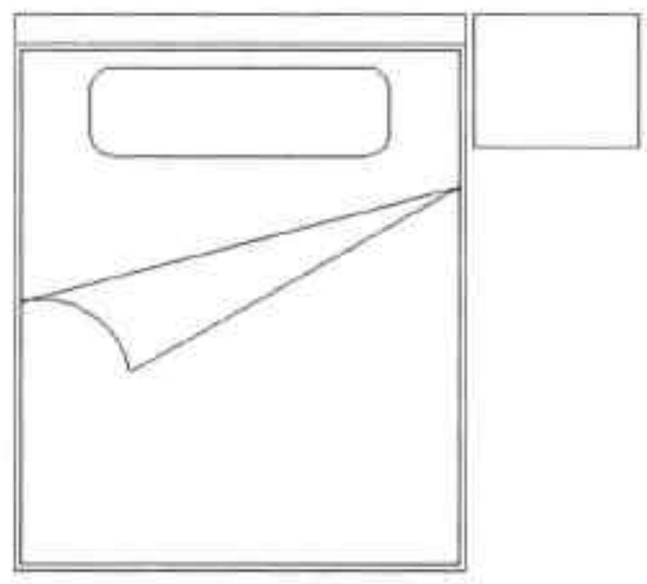

图7-74 绘制床头柜
Step08 执行“矩形”命令，绘制一个长550mm、宽450mm的长方形，作为床头柜，放置在合适位置，结果如图7-74所示。